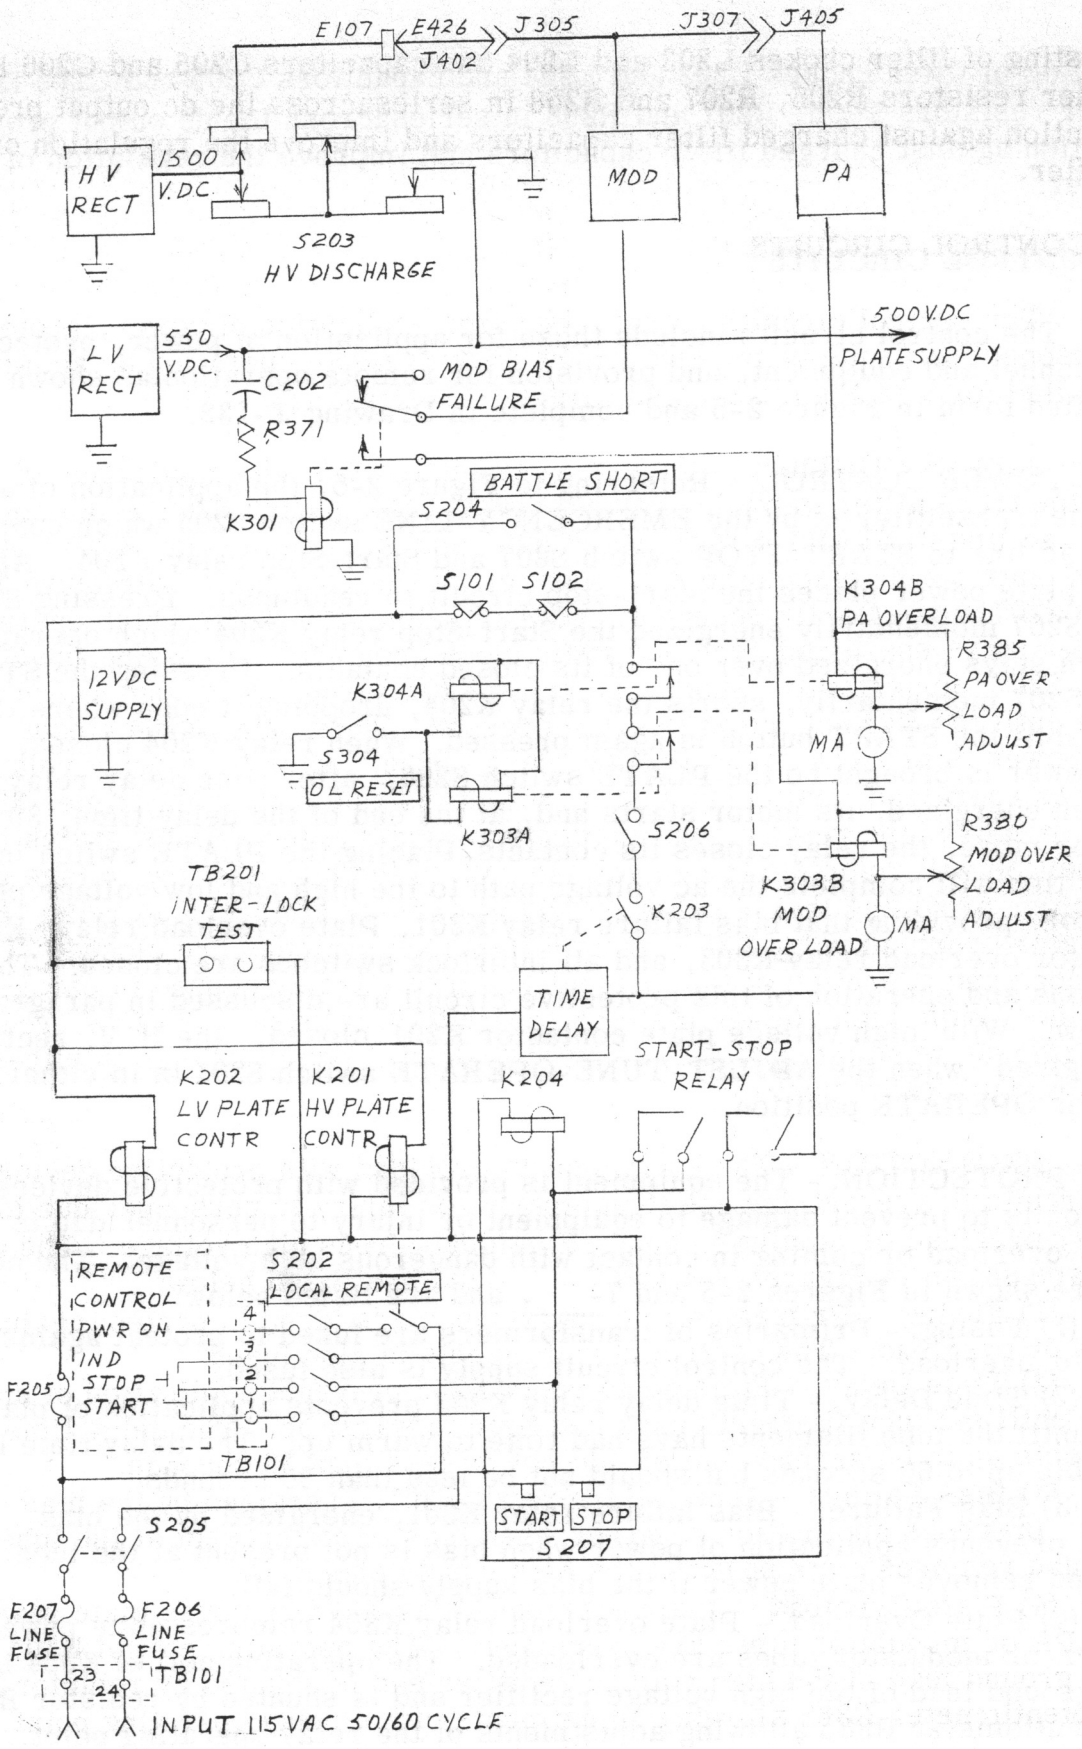

Figure 2-5. Control and Protection circuits
The control circuits include those for application of power, protection of personnel and equipment, and provision for remote operation,as shown in simplified form in Figure 2-5 and complete in Drawing J-132.
a. POWER CONTROL. - Referring to Figure 2-5, the application of all power to the transmitter is by the EMERGENCY-LINE switch S205 which connects the 115 v ac line to START-STOP switch S207 and Start-Stop relay K204. Application of plate power places the start-stop circuit in readiness. Pressing START button S207 momentarily energized the Start-Stop relay K204 which operates, and then stays energized over one of its closed contacts. Pressing the STOP button S207 momentarily, shorts the relay K204, dropping it open where it remains until the START button is again pressed. When relay K204 closes, 115 volts power is brought to the PLATE switch S206, after time delay relay K203 has been energized, its motor starts and, at the end of the delay time, 30 seconds or more, the relay closes its contacts. Placing the PLATE switch in the ON position will complete the ac voltage path to the high and low voltage plate contactor, providing that bias failure relay K301, Plate overload relay K304, Modulator overload relay K303, and all interlock switches are closed. The conditions and operation of this protective circuit are discussed in paragraph b. below. With high voltage plate contactor K201 closed, the H. V. rectifier is energized when the ADJUST-TUNE-OPERATE switch S201 is in either the TUNE or OPERATE position.
b. PROTECTION. - The equipment is provided with protective devices and circuits to prevent damage to equipment or injury to personnel due to shorts, overload or coming in contact with dangerous high voltage. The circuits are shown in Figures 2-5 and 7-___, and are listed below:
(1) Fusing. - Primaries of transformers are fused to protect against shorts or overload. The control circuit supply is also fused.
(2) Time Delay. - Time delay relay K203 prevents application of plate power until the tube filaments have had time to warm up. The delay time is adjustable up to 60 seconds but should not be less than 30 seconds.
(3) Bias Failure. - Bias failure relay K301, energized by the bias supply, prevents application of power when bias is not present at the tube grids and removes plate power if the bias supply should fail.
(4) Plate Overload. - Plate overload relay K304 removes plate power if the PA or modulator tubes are overloaded. The operating coil of K304 is in the ground lead of the high voltage rectifier and is shunted by resistor R384 and potentiometer R385 allowing adjustments of the relay operating point.